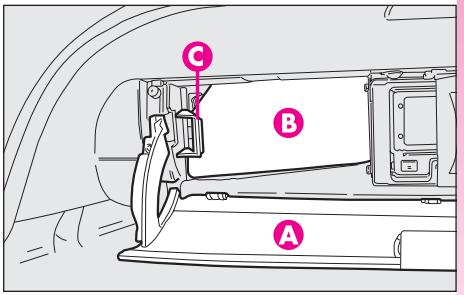

fig. 33
– en agissant de l'intérieur du coffre à bagages, ouvrir le tiroir (**A-fig. 33**) puis le volet (**B**) à l'aide de la languette (**C**);